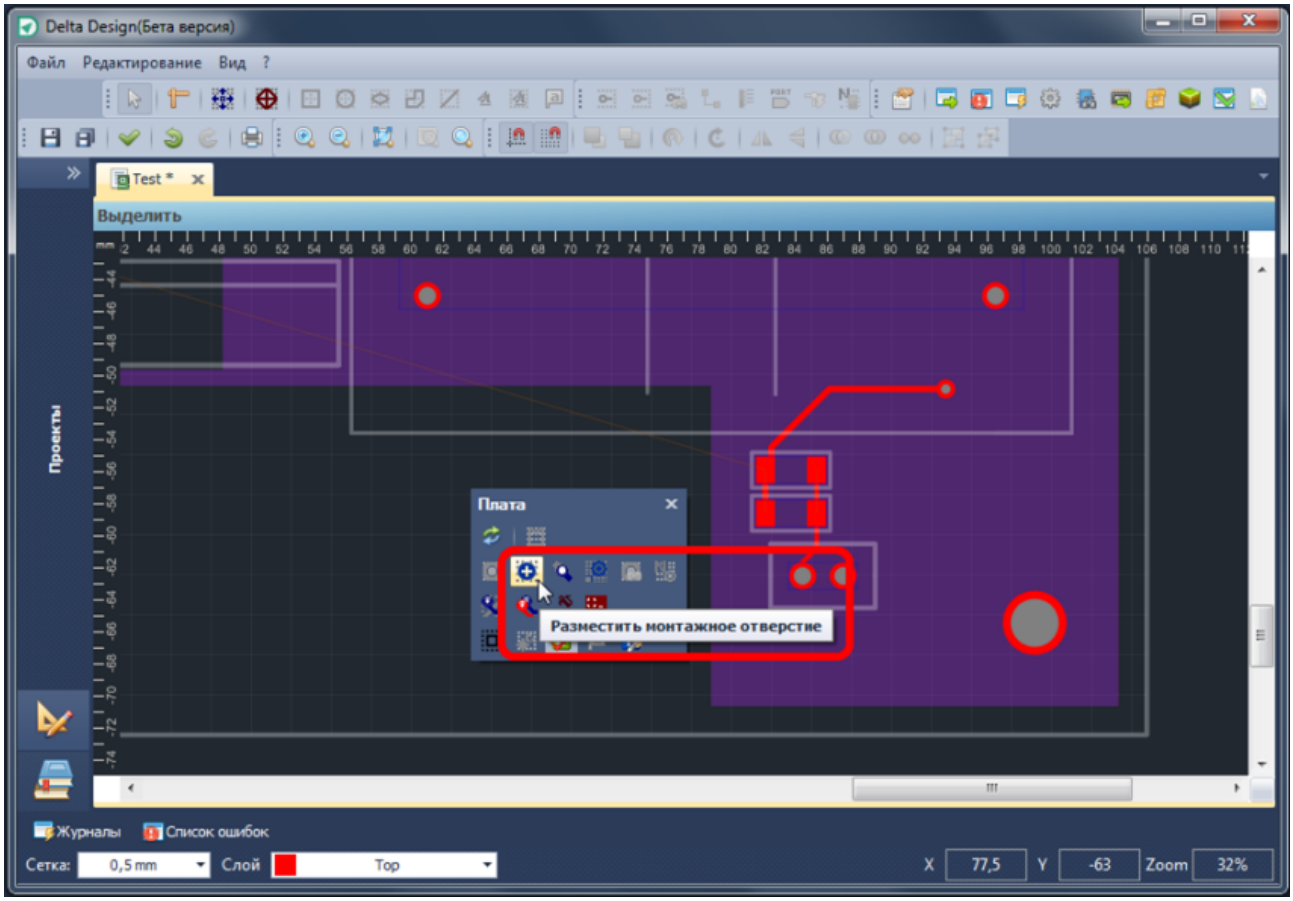

Рис. 709. Включение инструмента «Разместить монтажное отверстие»
1. Включить инструмент «Разместить монтажное отверстие», с помощью панели инструментов, см. Рис. 709.